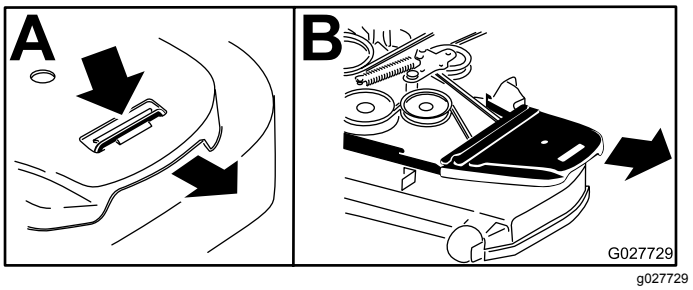

**Figuur 90**
6. Verwijder de aandrijfriemkappen (Figuur 90).